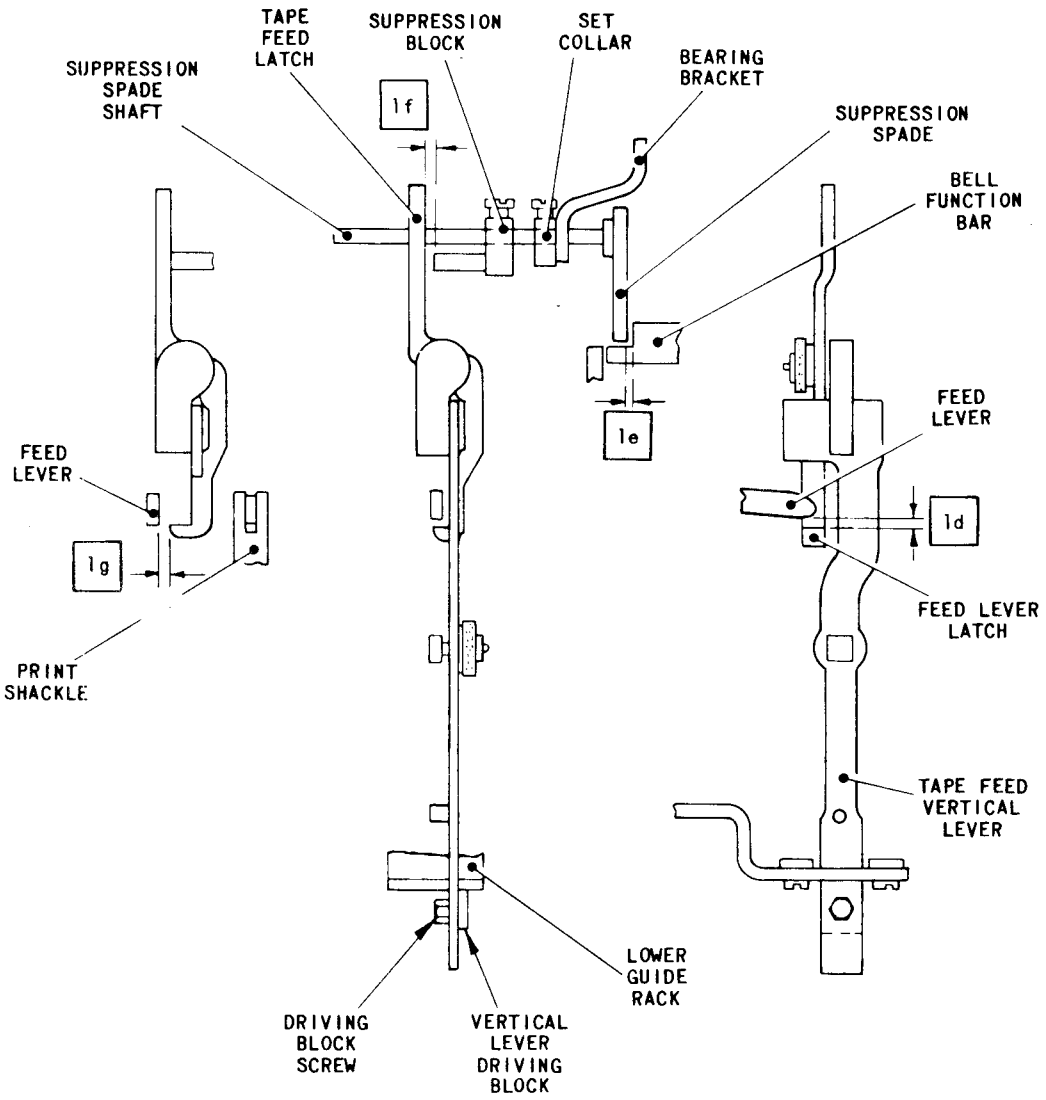

FIG.L.11 TAPE FEED LINKAGE AND FEED SUPPRESSION MECHANISM
9.1 With the machine in the rest position, hold the vertical lever driving block, Fig.L.11, against the lower guide rack. Check that there is an estimated clearance of ·020 - ·035 in. (dimension 'ld')between the feed lever and the feed lever latch.
10.1 Turn the machine to the rest position. Move the shift lever, Fig. 4.53, to the Letters position, i.e. to the left looking from the rear of the machine. Set up a combination on the pins which will suppress the tape feed action in Figures shift only, i.e. Bell (MMSMS). Lift the translator clutch abutment and turn the machine by hand until the Bell function bar, Fig.L.11, has moved as far as possible towards the rear of the machine. With set collar against the bearing bracket, check that there is a clearance of ·005 – ·010 in. (dimension 'le') between the suppression spade and the Bell function bar.